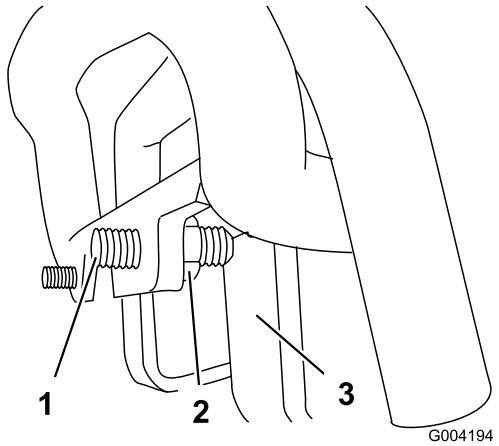

Figur 58
3. Lossa **höger** kontramutter och justera inställningsskruven framtill på drivreglaget (Figur 58) om maskinen drar åt **vänster**.
4. Lossa **vänster** kontramutter och justera inställningsskruven framtill på drivreglaget (Figur 58) om maskinen drar åt **höger**.